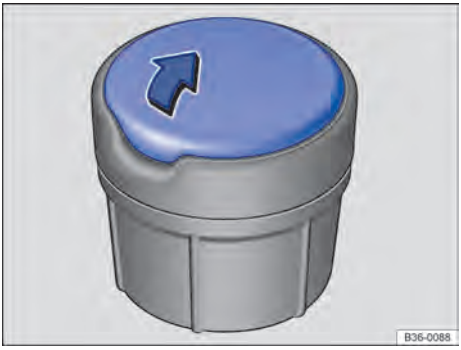

Fig. 99 Cinzeiro móvel.
- Para *abrir*, deslizar a cobertura no sentido da seta ⇒ Fig. 99.